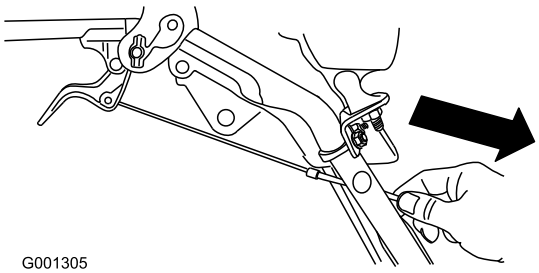

Figura 8
4. Abbassate con cautela la guaina del cavo finché la leva della frizione ruota non si abbassa eliminando l'imbando dal cavo, quindi serrate a fondo il dado del serrafilo del cavo (Figura 8).